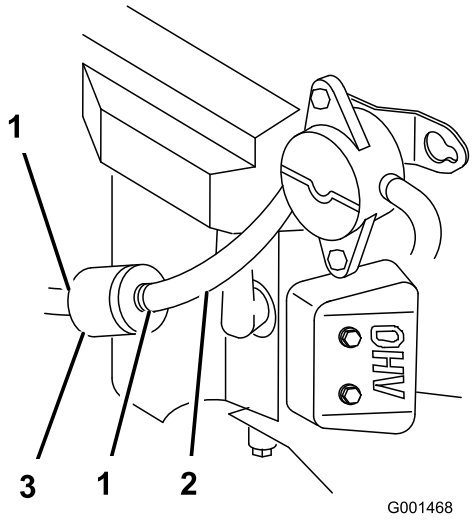

Rysunek 41
4. Ściśnij końce obejm przewodu i odsuń je od filtra (Rysunek 41).
1. Zamontuj akumulator w maszynie (Rysunek 41).